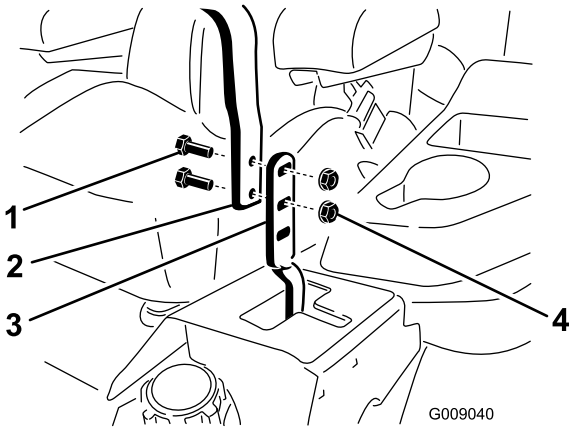

**Figure 76**
3. Loosen the bolts and flange nuts installed in the levers (Figure 76).